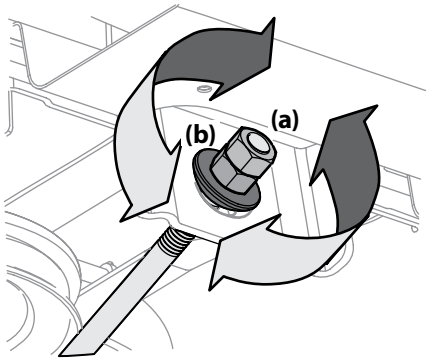

Figure 4-8
5. To *raise* the front of the deck, remove the end cap, loosen the outer nut (a) then tighten (thread inward) the inner nut (b) against the front hanger bracket. See Figure 4-8. When proper adjustment is achieved, re-tighten the outer nut (a) and replace the end cap.
6. To *lower* the front of the deck, remove the end cap, loosen the outer nut (a) then loosen (thread outward) the inner nut (b), away from the front hanger bracket. See Figure 4-8. When proper adjustment is achieved, re-tighten the outer nut (a) and replace the end cap.